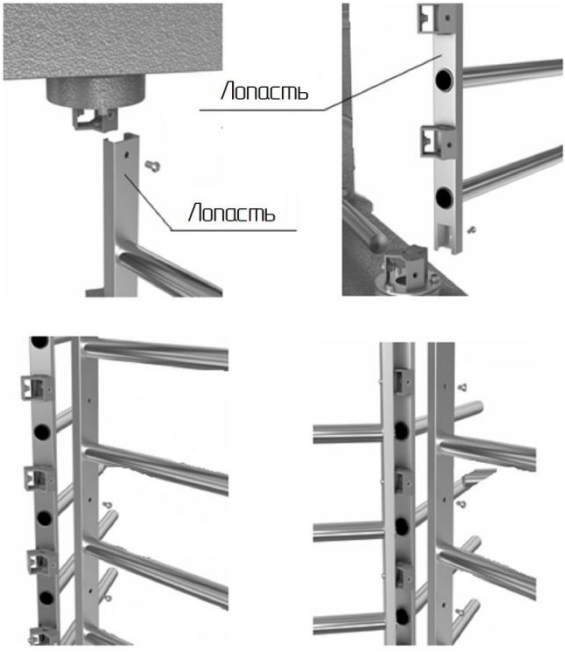

Рис. 6
– в первую очередь установите на посадочные плоскости фланцев лопасть с внутренними кронштейнами (рис.6) и закрепите винтами М8 (не затягивая их), положение "верх" указано маркировкой;